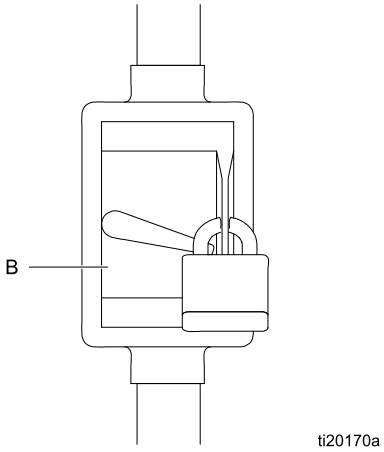

Figure 2 Disjoncteur à fusible verrouillé
1. Assurez-vous que le disjoncteur à fusible (B, Fig. 2) est fermé et verrouillé.